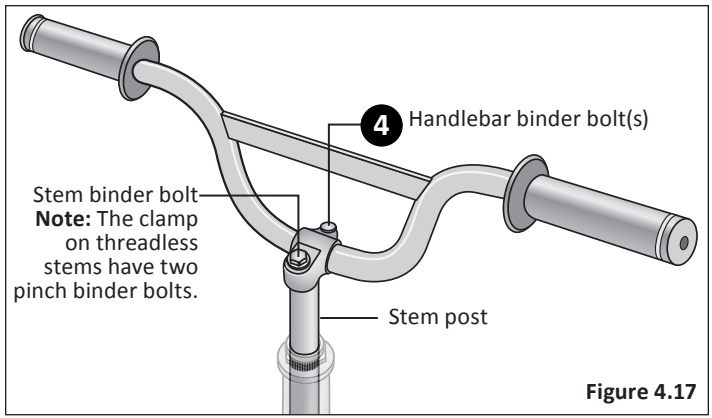

Figure 4.17
2. Using a 6 mm Allen wrench, loosen the stem binder bolt, or pinch binder bolts, and move the handlebar left or right until it is aligned with the front wheel**. Figure 4.17**
1. Using a 6 mm Allen wrench loosen the handlebar binder bolt(s). **Figure 4.17**